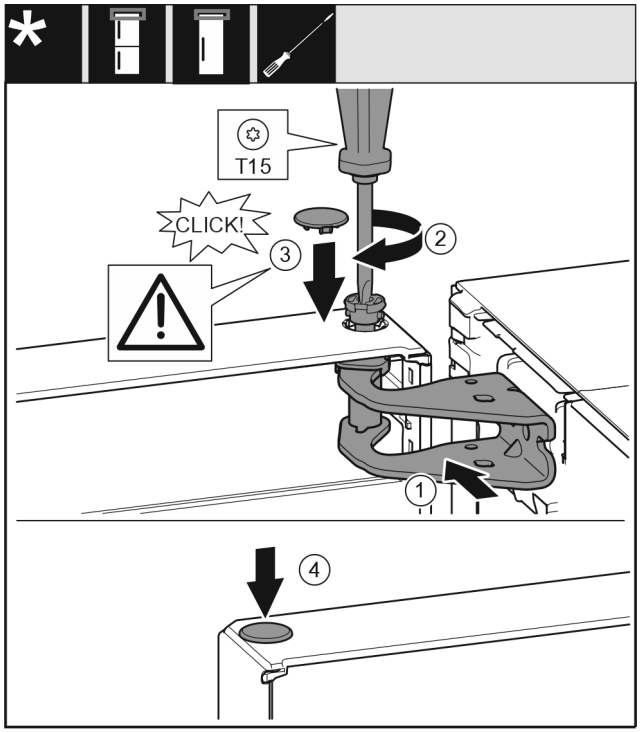

Fig. 19
- ▶ Align the top of the door with opening in the bearing bracket. *Fig. 19 (1)*
- ▶ Insert the bolt and tighten with a T15 screwdriver. *Fig. 19 (2)*
- ▶ Fit the protective cover to protect the door: Insert the protective cover and check that it lies flush on the door. If not, insert the bolt fully. *Fig. 19 (3)*
- ▶ Insert the plugs. *Fig. 19 (4)*